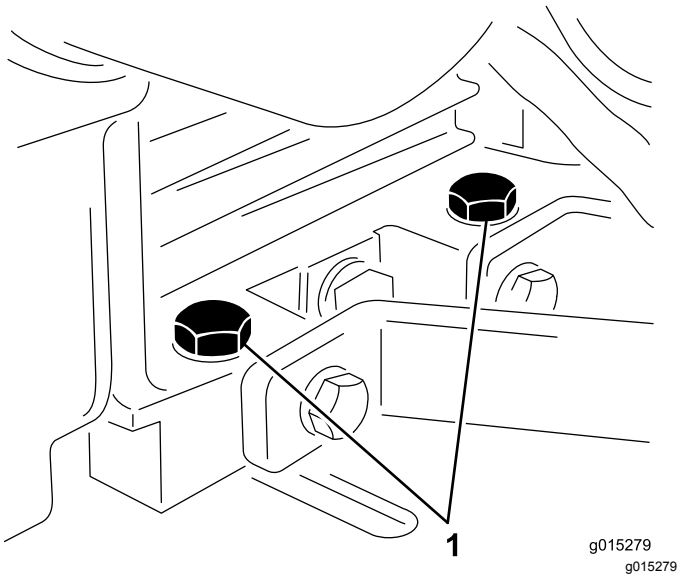

Figur 21
2. Løsn motorens monteringsbolte (Figur 21).